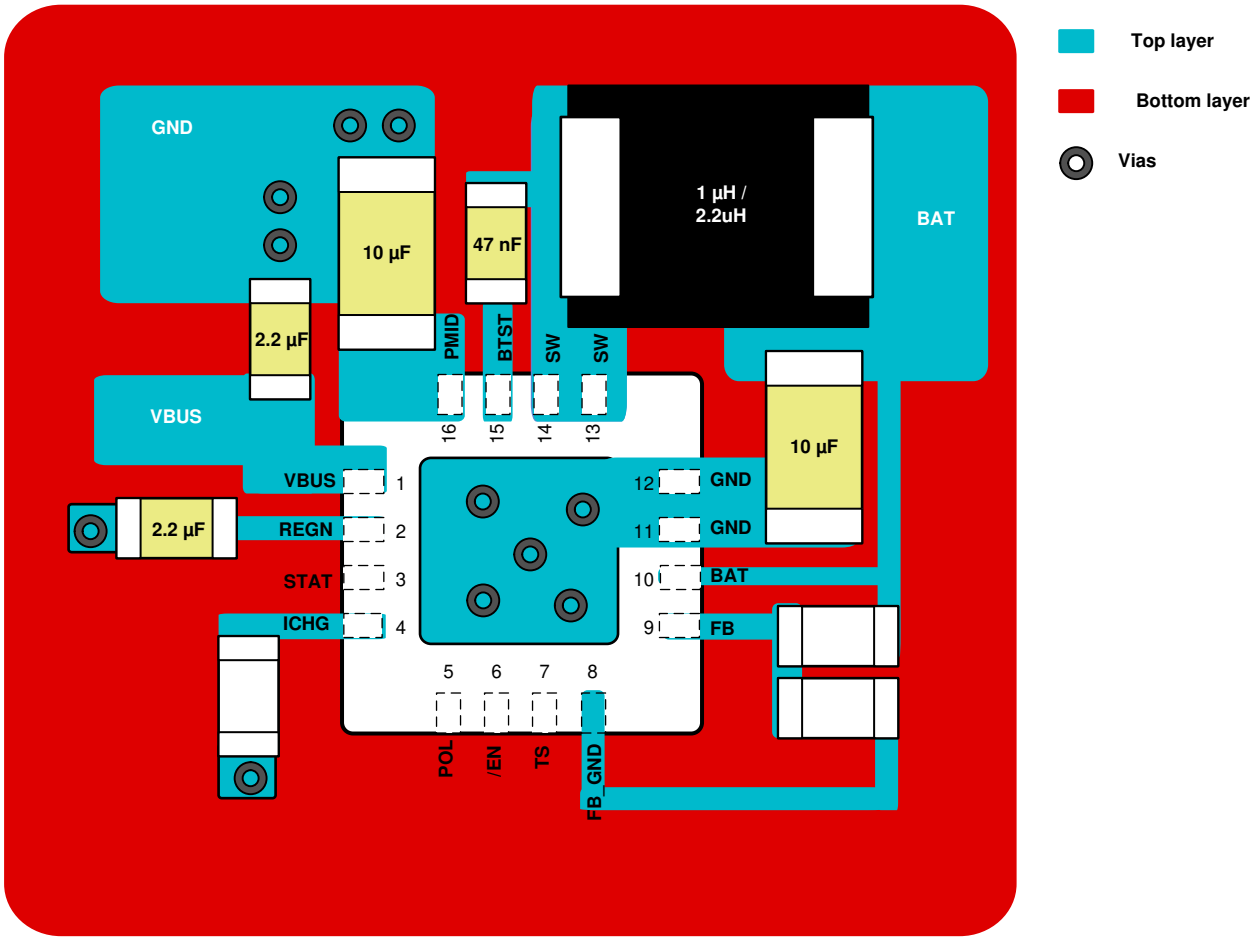

図 12-2. Layout Example
- See the 2 layer PCB design example in 図 12-2 for the recommended component placement with trace, grounding and via locations.
The device pinout and component count are optimized for a 2 layer PCB design. The 2-layer PCB layout example is shown in 図 12-2.